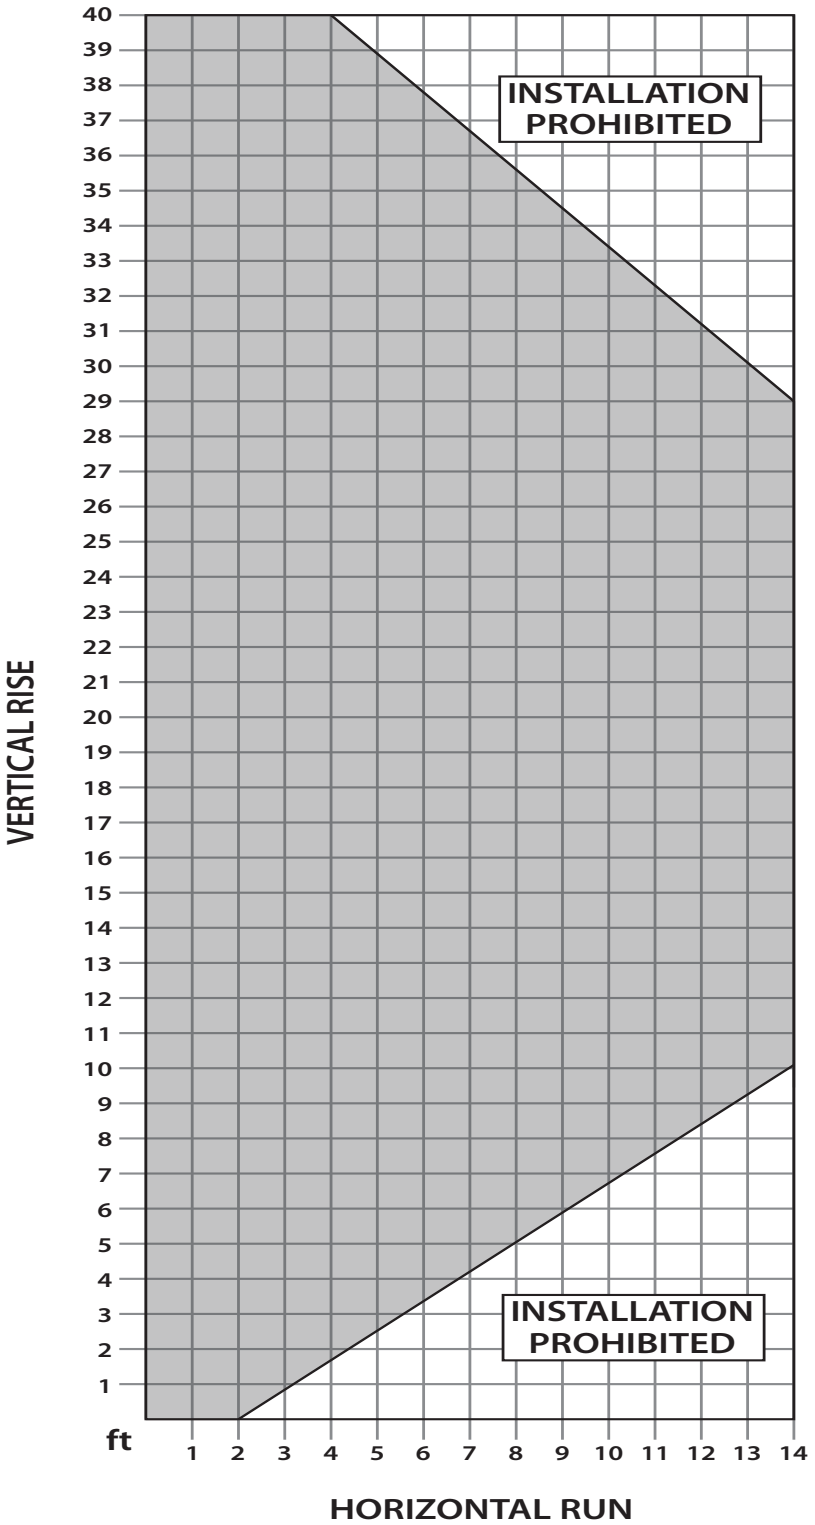

Figure 40. Possible Vent Configurations for Top Vented Vertical and Horizontal Terminations.
Figures 40 & 41 show the range of possible vent configurations if the unit is top or rear vented, for vertical and horizontal terminations. Any layout that remains within the shaded areas is acceptable. Having the fewest number of elbows is ideal, as they tend to disrupt air movement. Using 45˚ elbows is preferable to using 90˚ elbows. Also, a shorter vent system will perform better than a longer one. When top vented, the total length of horizontal vent pipe can not exceed 14 feet (4.27m) and the total vent length can not exceed 44ft (13.4m). Any combination of rise and run can be used as long as it lays within the shaded area (a total of two (2) 90˚ elbows or four (4) 45˚ elbows can be used. In addition to what is shown, if a 90˚ elbow is used in the horizontal plane, 3 feet (91.4cm) must be subtracted from the allowable horizontal run (for each 45˚ elbow, 1½ feet must be subtracted).